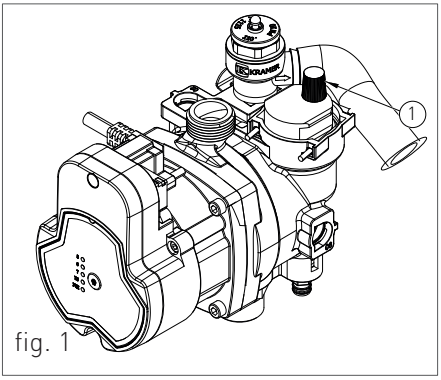

fig. 1
1. allentare leggermente il tappo della valvola jolly del circolatore (1-fig. 1) per permettere all'aria di fuoriuscire dall'impianto;